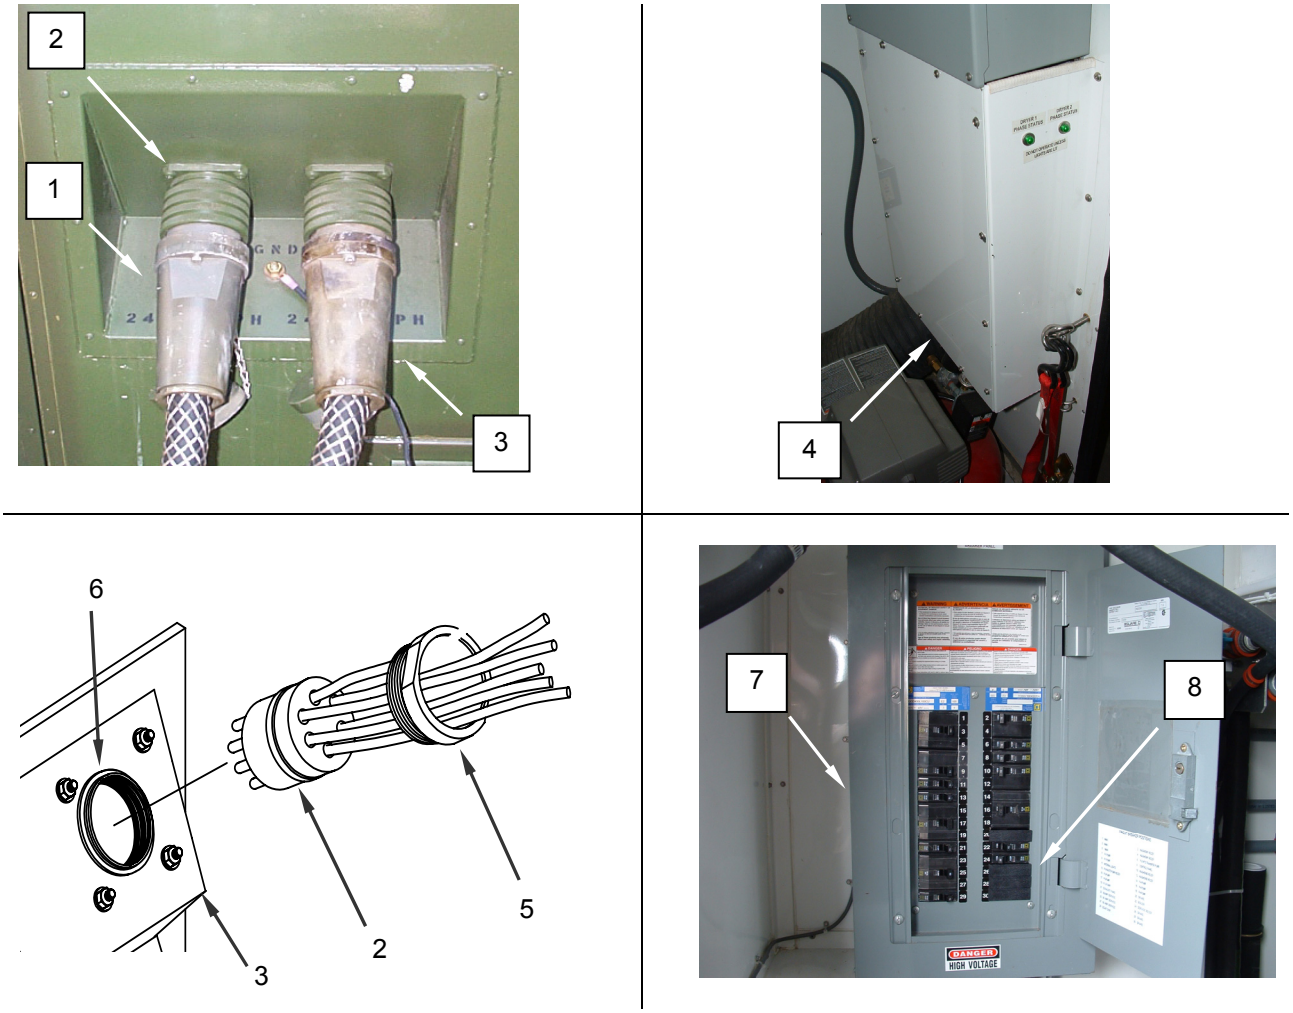

Figure 3. Replace the Power Input Receptacle.
1. Disconnect the input power cable **(Figure 3, Item 1)** from the receptacle **(Figure 3, Item 2)** on the CBL power panel **(Figure 3, Item 3)**.
2. Remove the panel cover **(Figure 3, Item 4)**.
3. At the rear of the power panel **(Figure 3, Item 3)**, unscrew the retainer **(Figure 3, Item 5)** and pull the receptacle **(Figure 3, Item 2)** out of the sleeve **(Figure 3, Item 6)**.
4. Remove screws retaining the circuit breaker box cover **(Figure 3, Item 7)**, and remove the circuit breaker box cover (Main Circuit Breaker Panel only).
5. Remove screws retaining the circuit breaker panel cover **(Figure 3, Item 8)**, and remove the circuit breaker panel cover.
11. Install the panel cover **(Figure 3, Item 4)**.
12. Reinstall circuit breaker panel cover **(Figure 3, Item 7)** and circuit breaker box cover **(Figure 3, Item 8)**.